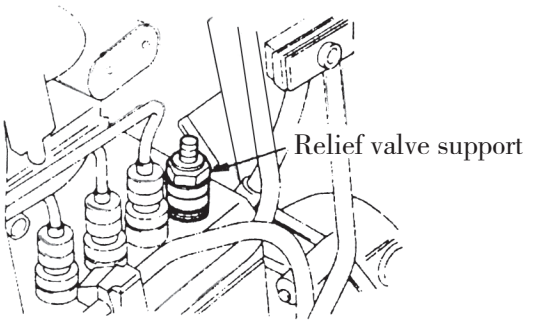
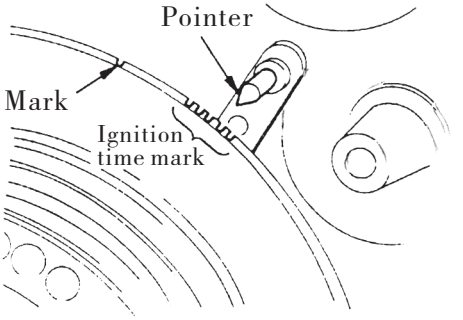

Fig. 1.16
Fig. 1.17
(3) Loosen the oil injection pipe of the first cylinder; dismantle the spring of dump valve bracket and the valve. Mount the dump valve bracket on the oil injection pump. See Fig.1.16.
(4)While the fuel is compressed and delivered by oil supply pump, turn slowly the crankshaft clockwise as shown in Fig.1.16 and stop turning it when the oil level of dump valve base raises to the position it stops. See Fig. 1.17 to confirm the marks of the needle.